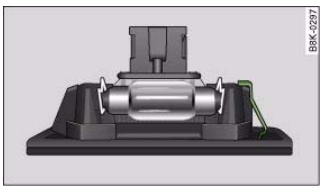

Fig. 283 Number plate light: Retaining element
– First insert the side with the retaining element ⇒ *page 288,* fig. 283 and then carefully press the number plate light into the opening.